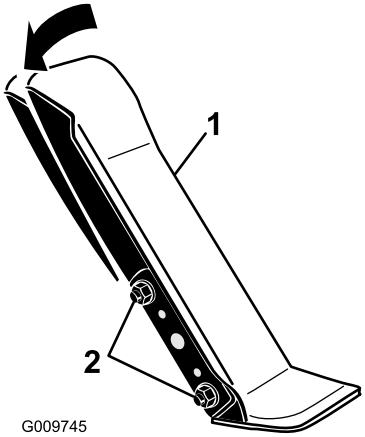

Figuur 61
1. Draai de bouten en moeren los waarmee de linkerzijde van het tractiepedaal aan de beugel is bevestigd (Figuur 61).
2. Draai het pedaal naar de gewenste hoek en draai de moeren vast (Figuur 61).